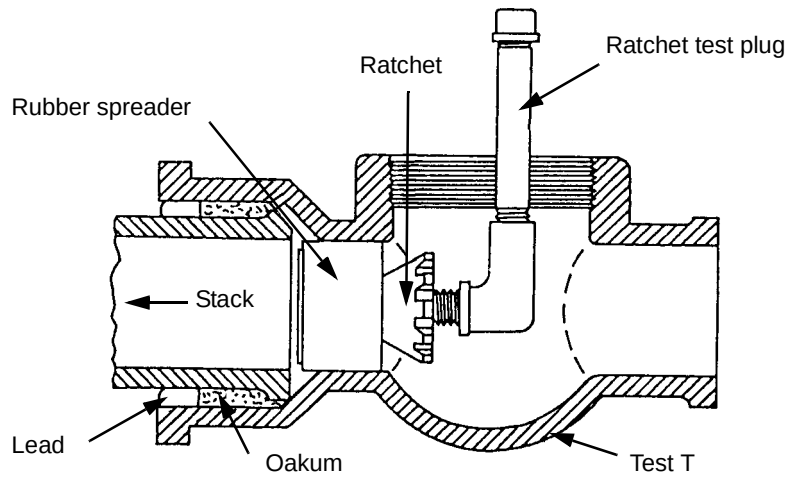

Figure 8-2. Test T With Plug Inserted
Step 1. Seal all branches and vent lines. Place a ratchet test plug in the test T *(Figure 8-2)* at the base of the stack.